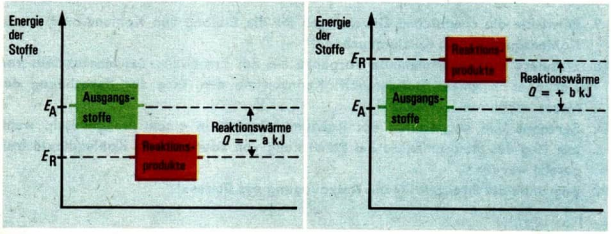

Abb. 60 Reaktionswärme bei exothermen (links) und endothermen (rechts) Reaktionen
Auch für chemische Reaktionen gilt das Gesetz von der Erhaltung der Energie (Energieerhaltungssatz). Bei exothermen Reaktionen wird ein Teil der chemischen Energie der Ausgangsstoffe umgewandelt. Wärme wird abgegeben, Licht ausgesendet oder Arbeit verrichtet. Die sich bildenden Reaktionsprodukte sind also energieärmer als die Ausgangsstoffe (Abb. 60). Bei endothermen Reaktionen wird Wärme aufgenommen und damit die chemische Energie der Reaktionsprodukte erhöht. Die gebildeten Reaktionsprodukte sind bei endothermen Reaktionen energiereicher als die Ausgangsstoffe (Abb. 60). Die Reaktionswärme für chemische Reaktionen, die *nur* unter *Wärme*abgabe oder *Wärme*aufnahme verlaufen, läßt sich als Differenz der Energien der Stoffe ermitteln. ③
① Beschreibe die Reaktionswärme beim Zerfall der Kohlensäure! Denke an die Temperaturabhängigkeit! Gehört die Bildung von Kohlensäure aus Kohlendioxid und Wasser zu den exothermen oder endothermen Reaktionen?
② Erläutere die Bedeutung der Oxydation des Traubenzuckers im menschlichen und tierischen Organismus!
③ Beschreibe den Unterschied zwischen exothermer und endothermer Reaktion anhand des Energieschemas in Abbildung 60!
④ Entwickle die chemischen Gleichungen mit Angabe der Reaktionswärmen für die Reaktionen von Natriumhydroxid a) mit Salzsäure; b) mit Schwefelsäure!
⑤ Gib eine chemisch-technische Reaktion an, die a) exotherm verläuft und zu der deshalb Kühlung erforderlich ist; b) endotherm verläuft und zu der deshalb Beheizung erforderlich ist!